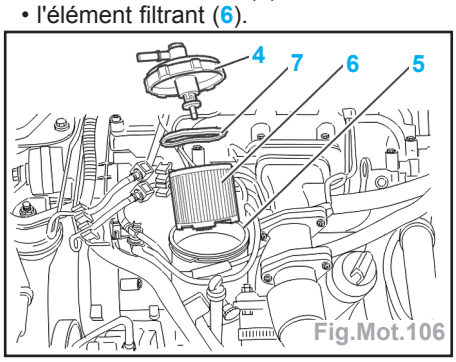

Fig.Mot.106
- Appliquer une pression sur le couvercle (4) et desserrer simultanément d'un quart de tour.
- Déposer (Fig.Mot.106) :
- le couvercle (4),
- la rondelle ondulée (7),
- l'élément filtrant (6).